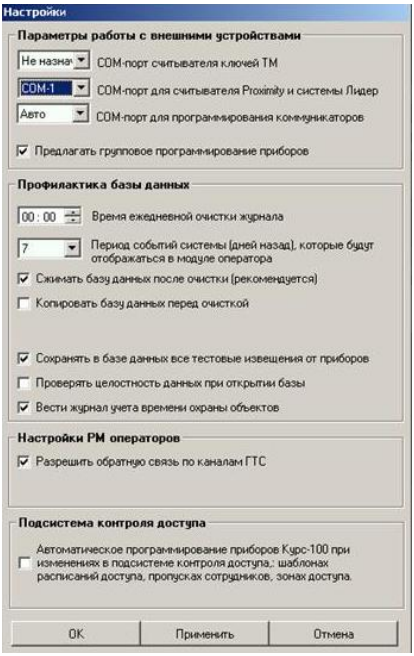

Рис.2
4. Откроется окно «Настройки» (рис.2)
5. В открывшимся окне выбрать из выпадающего списка порт подключения в пункте «COM-порт для считывателя Proximity и системы Лидер» (рис.2).